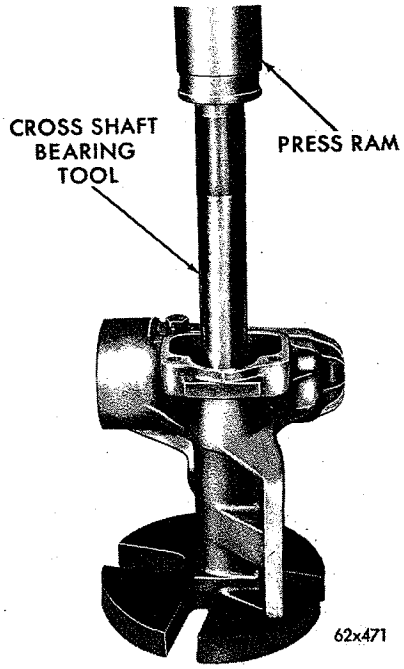

***Fig. 13—Pressing Lower Bearing into Housing (All Models Except Fury)***
(17) Inspect cross shaft for wear and check fit of shaft in housing bearings. Inspect fit of shaft pilot in its housing bearing in cover. Make sure the wormshaft has not been bent or otherwise damaged.
(18) Cross shaft and wormshaft oil seals should be replaced when unit is reconditioned.
(19) Install cross shaft outer needle bearing by placing bearing on end of Tool C-3875 for Belvedere and Satellite models and Tool C-3333 for Fury models with adapter ring. Press bearing into housing to 7/16 inch below end of bore for Belvedere and Satellite models and ½ inch below for Fury models to provide space for oil seal.
(20) Install inner needle bearing by placing bearing on Tool C-3875 with adapter ring for Belvedere and Satellite models and Tool C-3333 for Fury models (Figs. 13 and 14). Press bearing into inside end of housing bore flush with inside end of bore surface.